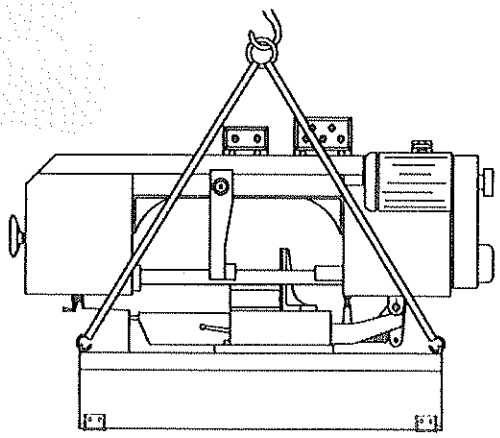

Fig. 1
2. **Always** keep proper footing & balance while moving this machine, and only use a heavy duty of fiber belt to lift the machine as per Fig. 1.
(1) Your machine has been coated with a heavy grease to protect it in shipping. This coating should be completely removed before operating the machine. Commercial degreaser, kerosene or similar solvent may be used to remove the grease from the machine, but avoid getting solvent on belts or other rubber parts.
(2) After cleaning, coat all bright work with a light lubricant. Lubricate all points in Fig 1. with a medium consistency machine oil.